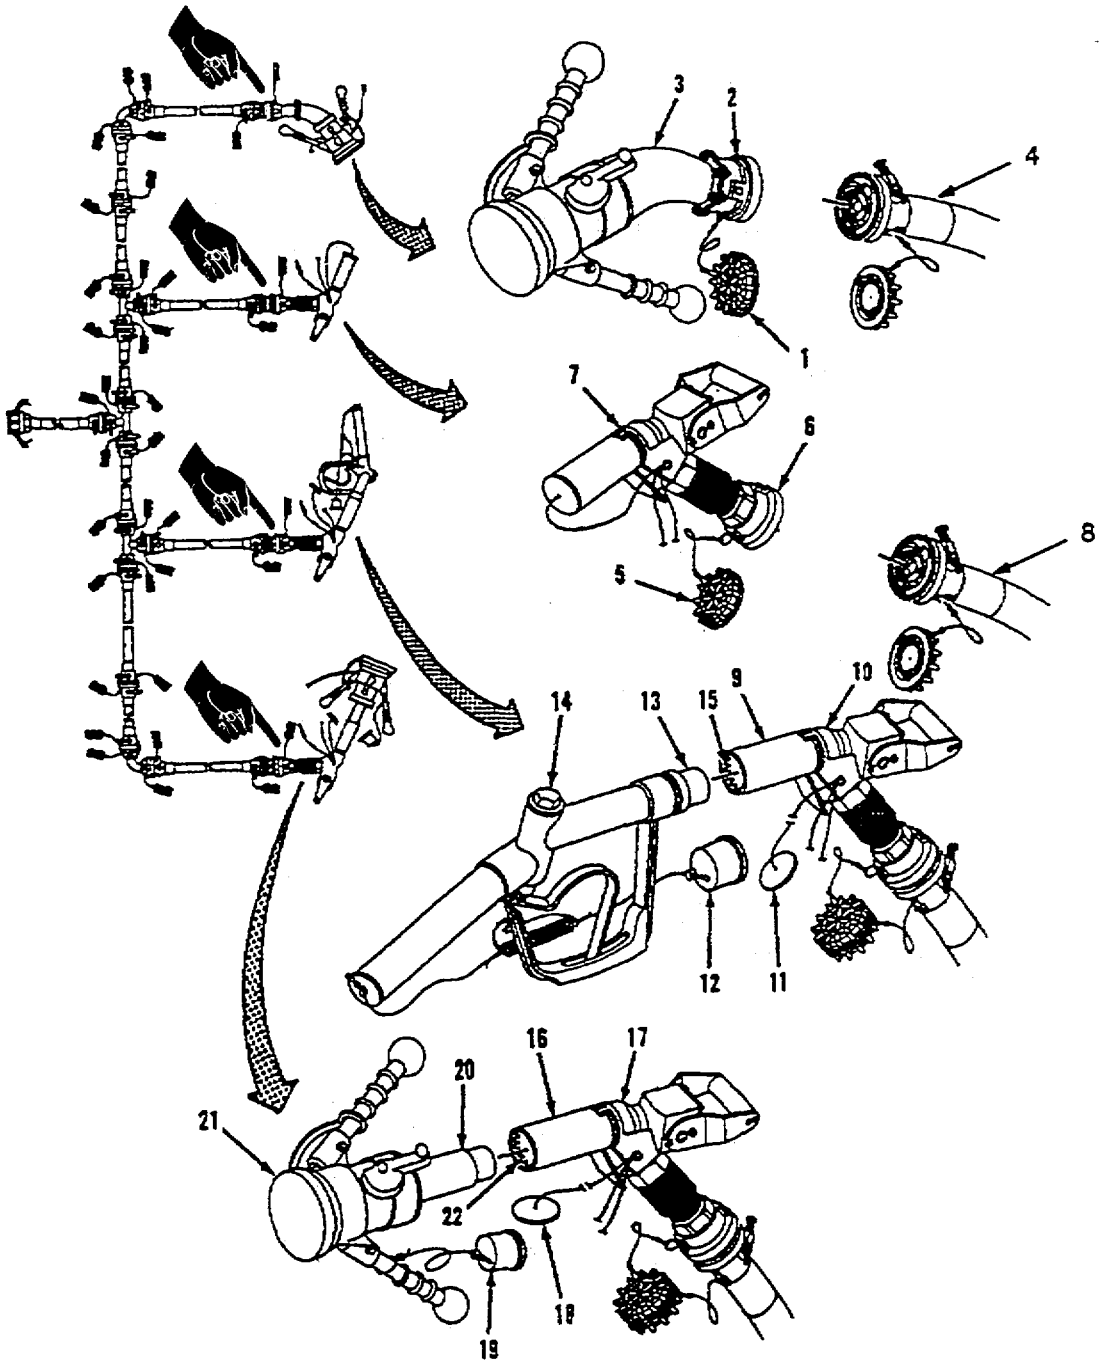

Figure 2-20. Fuel Nozzle Removal.
d. Fuel Nozzle Removal. Refer to figure 2-20. The system layout being disassembled mav have been modified to meet mission requirements. All of the same type fuel nozzle or a combination of different type nozzles might be installed. The following paragraphs provide instructions for disconnecting one of each type nozzle.